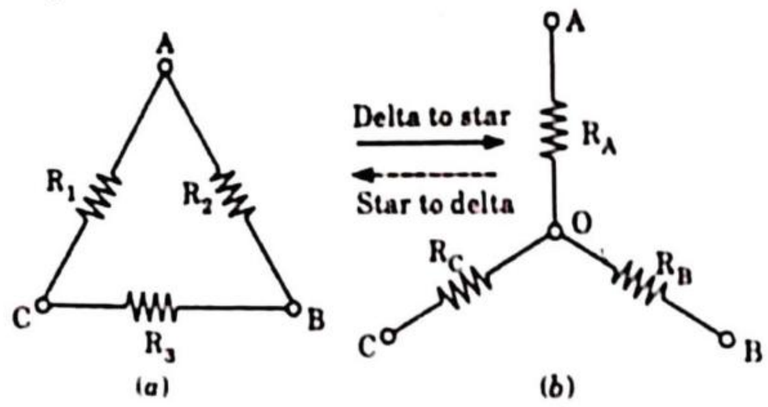

Fig. 1.13.1. Delta to star transformation.
1. Three resistances connected as shown in Fig. 1.13.1(*a*), are said to be delta connected.
2. Three resistances connected together at a common point O, as shown in Fig. 1.13.1(*b*) are said to be star (Y) connected.